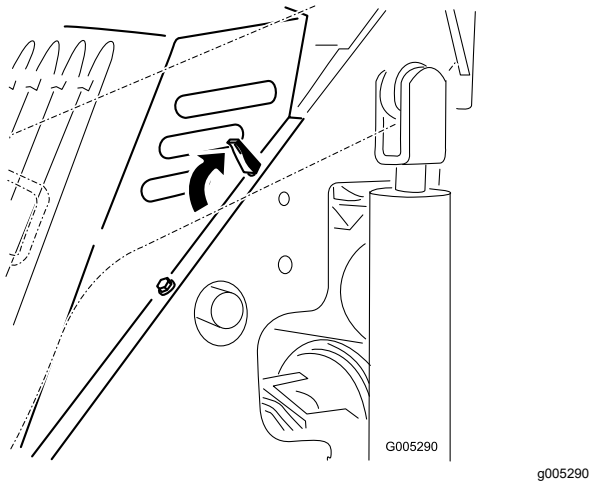

**Figuur 19**
4. Zet de vier borglippen vrij (Figuur 19).
1. Plaats de motorkap over het machineframe, zorg er hierbij voor dat de stangen op de motorkap in de gaten in het frame passen (Figuur 19).
2. Bevestig de motorkap door de borglippen naar voren en naar beneden te duwen (Figuur 19).